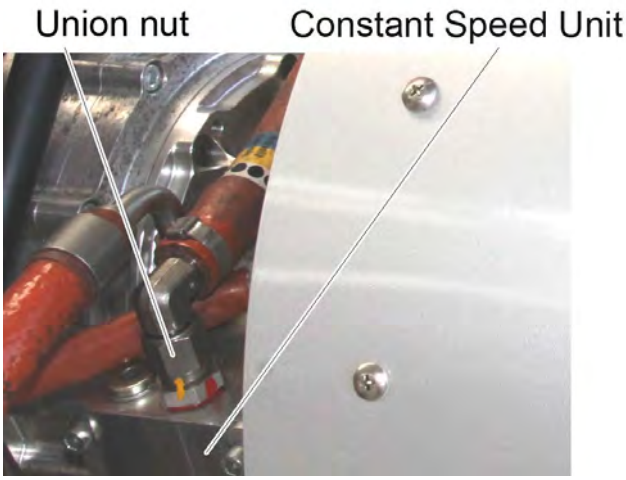

Figure 24
21. ***Using the union nut, attach the hose line to the Constant Speed Unit (CSU). Tighten up the union nut to the specified tightening torque. See Figure 24.***